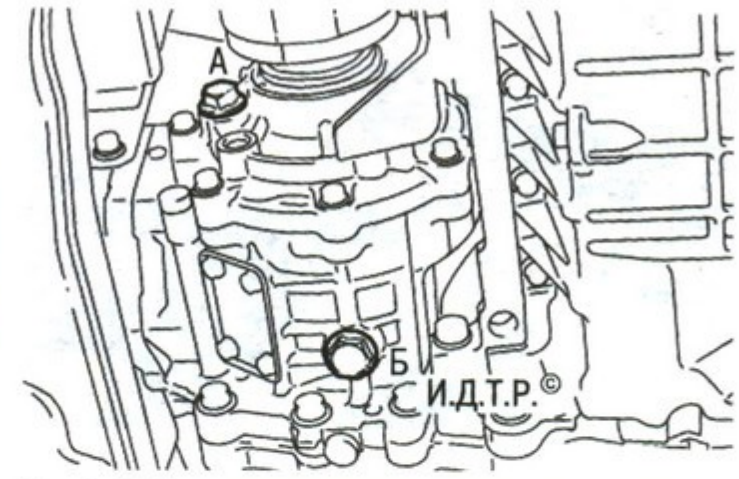

Рис. 6.19. Расположение контрольного и сливного отверстий на картере раздаточной коробки: А – контрольное (наливное) отверстие; Б – сливное отверстие
1. Для проверки уровня масла ослабьте затяжку пробки **А** (рис. 6.19) контрольного (наливного) отверстия, расположенного на картере раздаточной коробки со стороны привода правого переднего колеса (для наглядности показано со снятым приводом правого переднего колеса)...
5. Для **замены масла** в раздаточной коробке выверните пробку **А** (см. рис. 6.19) контрольного (наливного) отверстия...